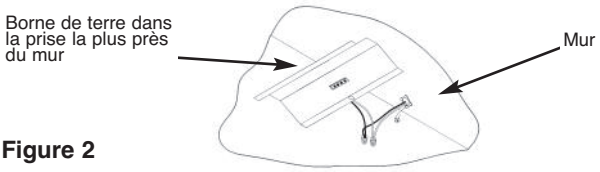
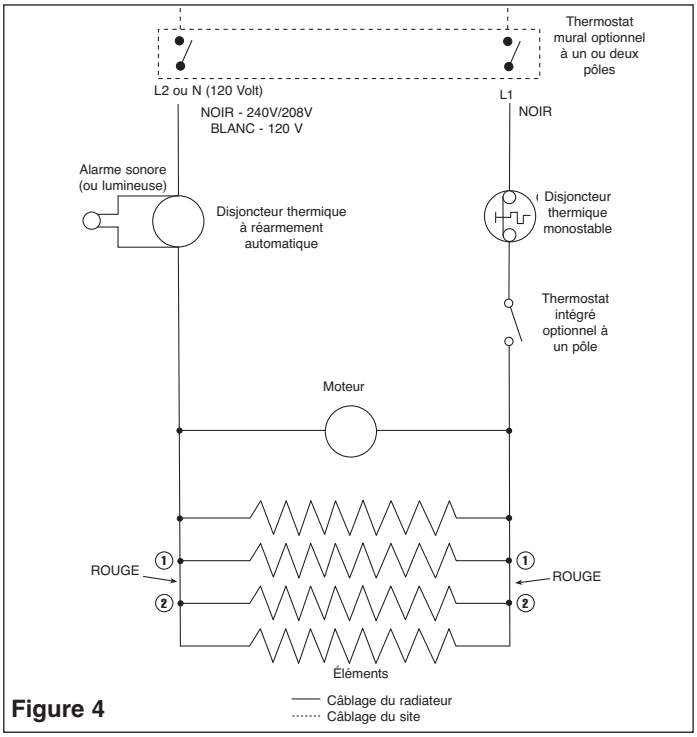

Figure 2
Figure 4
1. Amener le fil d'alimentation dans la découpe désirée, en laissant 15 cm de fil sortir dans le boîtier conformément à la figure 2.
3. Pour le modèle I1500, brancher le fil d'alimentation blanc (neutre) sur le fil blanc de la prise et le fil noir d'alimentation sur le fil noir de la prise conformément à la figure 2. (Voir également le schéma de câblage illustré figure 4). Pour le modèle I1504, connecter les deux fils d'alimentation noirs sur les deux fils de prise noirs. (Voir le schéma de câblage illustré figure 4).
4. Installer le couvercle du boîtier de jonction conformément à la figure 2.